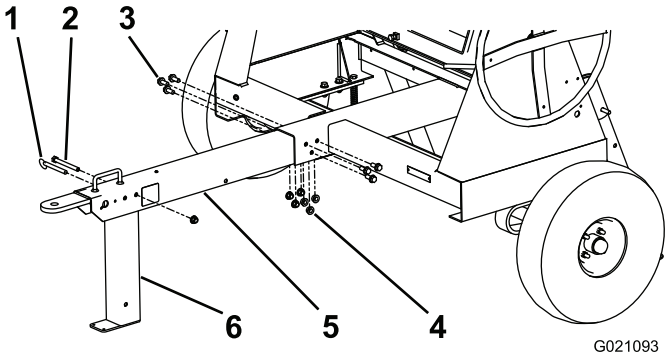

Figura 7
4. Instale la barra de enganche en el hueco de la parte delantera de la máquina, y sujételo con 6 tuercas y pernos cortos a 102 N·m (75 pies-libra); consulte Figura 7.
5. Alinee el taladro superior trasero de la pata estabilizadora delantera con el taladro situado detrás del asa, en la parte delantera de la barra de enganche (Figura 7).
6. Instale el perno largo a través de los taladros, y sujételo con una tuerca apretada a 102 N·m (75 pies-libra); consulte Figura 7.
7. Inserte el pasador para bloquear la pata estabilizadora delantera (Figura 7).